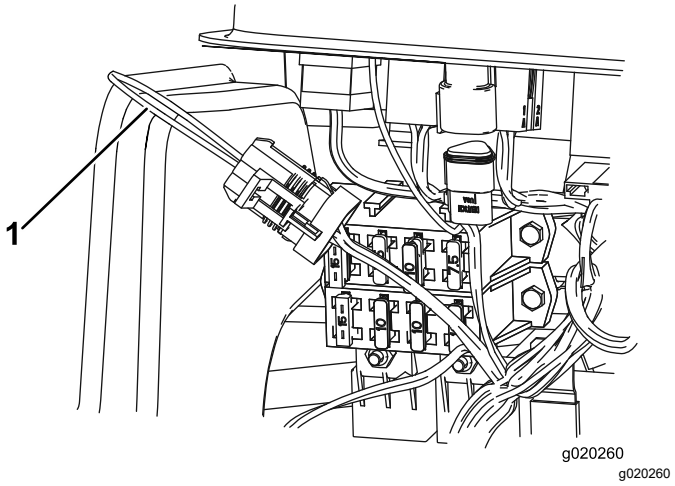

Figur 41
3. Finn ledningsfastspenneren og tilbakekoblingskonnektoren (Figur 41).